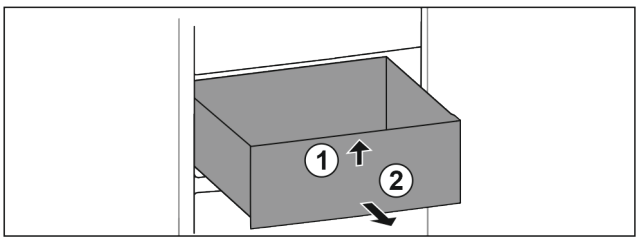

Fig. 14
▶ Lift at the front *Fig. 14 (1)*.
▶ Take out to the front *Fig. 14 (2)*.